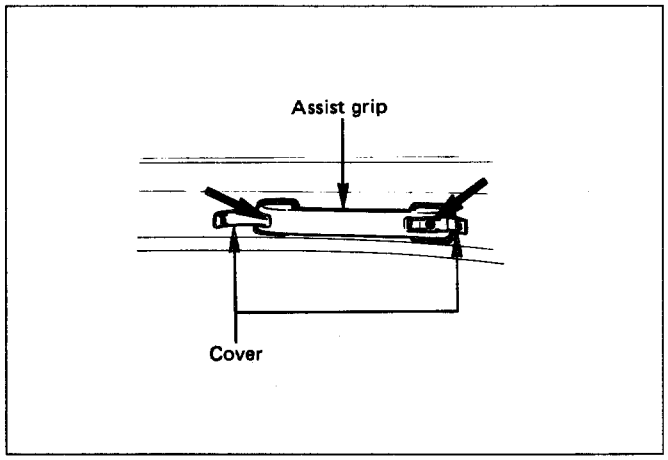

Fig. 10-117
7. **Assist grip (Fig. 10-117)**
1. **Assist grip (RH)**
- Open the both side covers and remove the fixing screws. (Fig. 10-117)
1. **Front pillar assist grip (Fig. 10-117)**